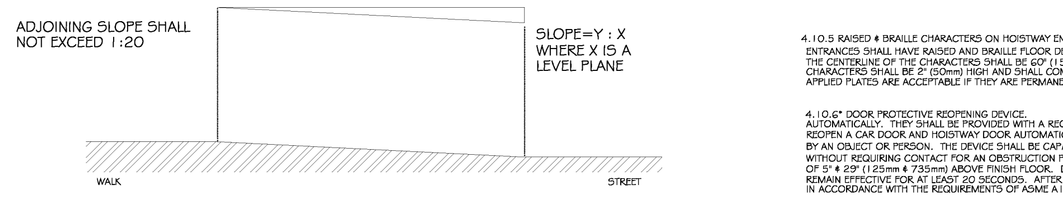

FIG. 11
4.7.2 SLOPE. SLOPES OF CURB RAMPS SHALL COMPLY WITH 4.8.2. THE SLOPE SHALL BE MEASURED AS SHOWN IN FIG. 11. TRANSITIONS FROM RAMPS TO WALKS, GUTTERS, OR STREETS SHALL BE FLUSH AND FREE OF ABRUPT CHANGES. MAXIMUM SLOPES OF ADJOINING GUTTERS, ROAD SURFACE IMMEDIATELY ADJACENT TO THE CURB RAMP, OR ACCESSIBLE ROUTE SHALL NOT EXCEED 1:20.